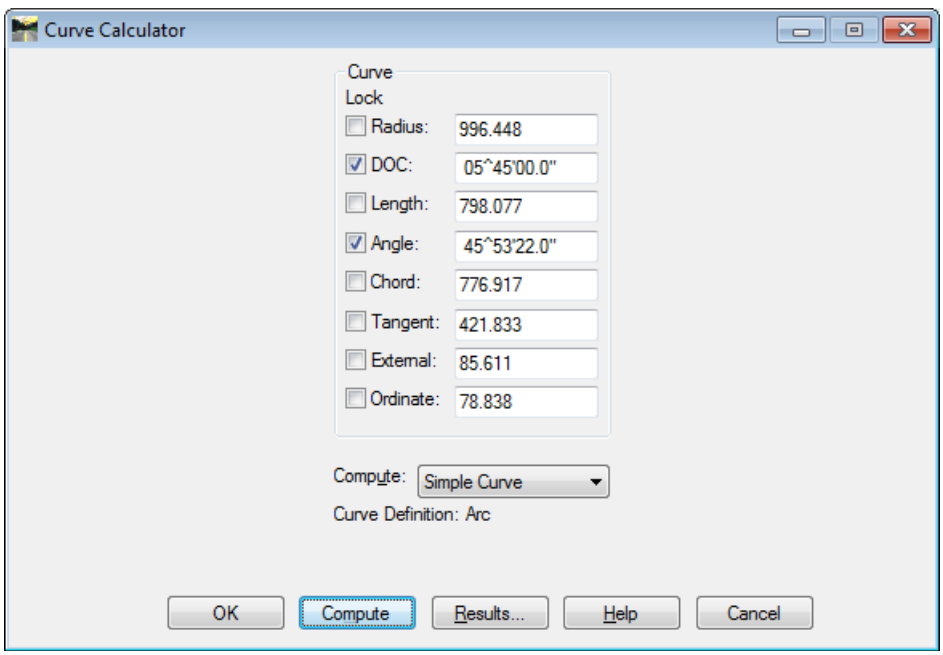
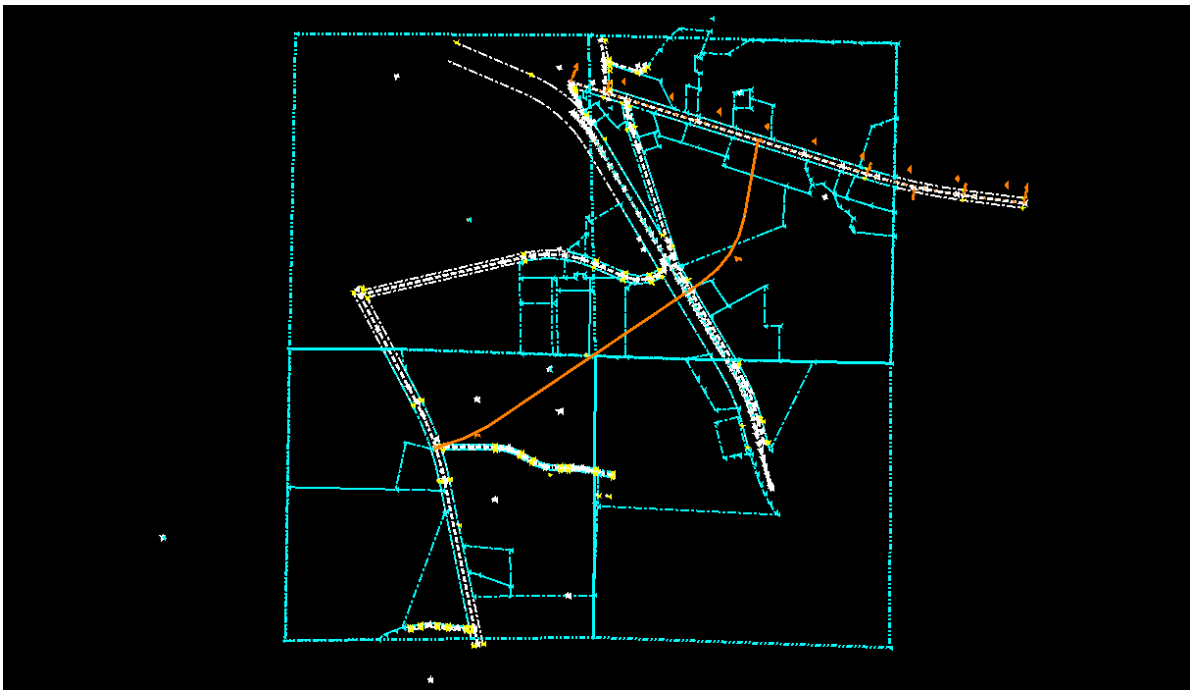

Figure L3-43 Curve Calculator
Figure L3-44 MicroStation Window
47.	**The Next PI will be assigned a 5°45'00" Curve.** • In the **Define Horizontal Curve Set** dialog, click **Next >**. • In the MicroStation screen, notice the Back Tangent and Ahead Tangent for the next PI in Alignment **DE31** are highlighted in Purple. • In the **Define Horizontal Curve Set** dialog click the '**Curve Calc…**' button. The **Curve Calculator** dialog opens. • Place a Check Mark in the **Angle:** check box and the **DOC:** (Degree of Curve) check box. • In the **DOC:** entry field, enter a Degree of Curve of **5°45'00"**. ***NOTE**: InRoads angle entries take the form of degrees, space, minutes, space, seconds (i.e. **5 45 00**) • Click **Compute**. • Verify your entries match those shown in *Figure L3-43*. • Click **OK**. You are returned to the **Define Horizontal Curve Set** dialog. • Click **Apply** in the **Define Horizontal Curve Set** dialog. • In MicroStation, notice that the Curve was applied to **DE31**. • Click **Close** to close the **Define Horizontal Curve Set** dialog. • Verify that your view in MicroStation matches that shown in *Figure L3-44*. *Defines the Second Curve in Alignment DE31.*